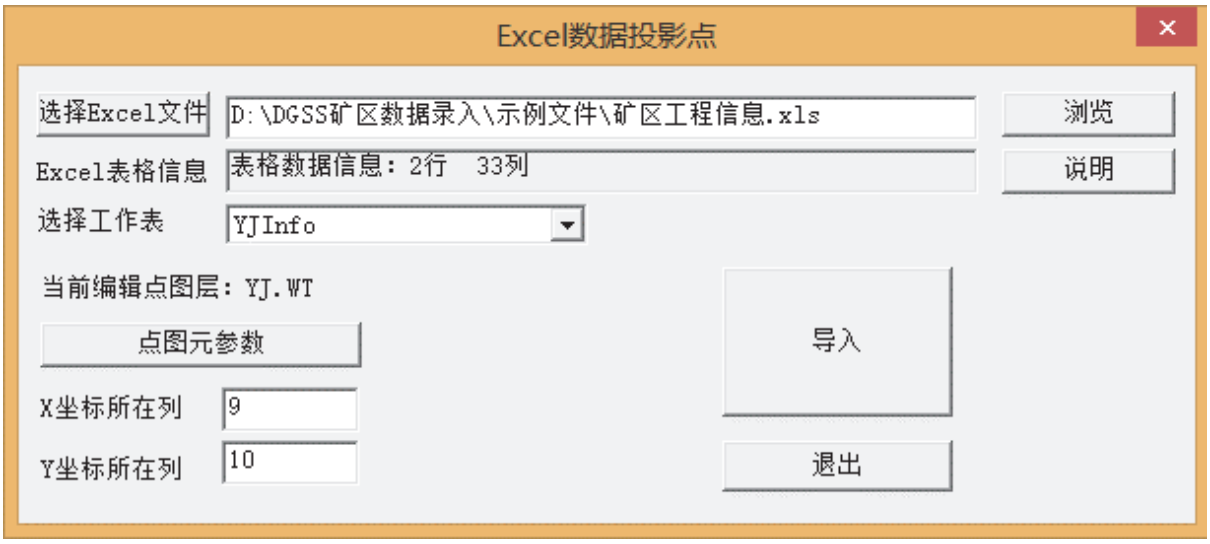
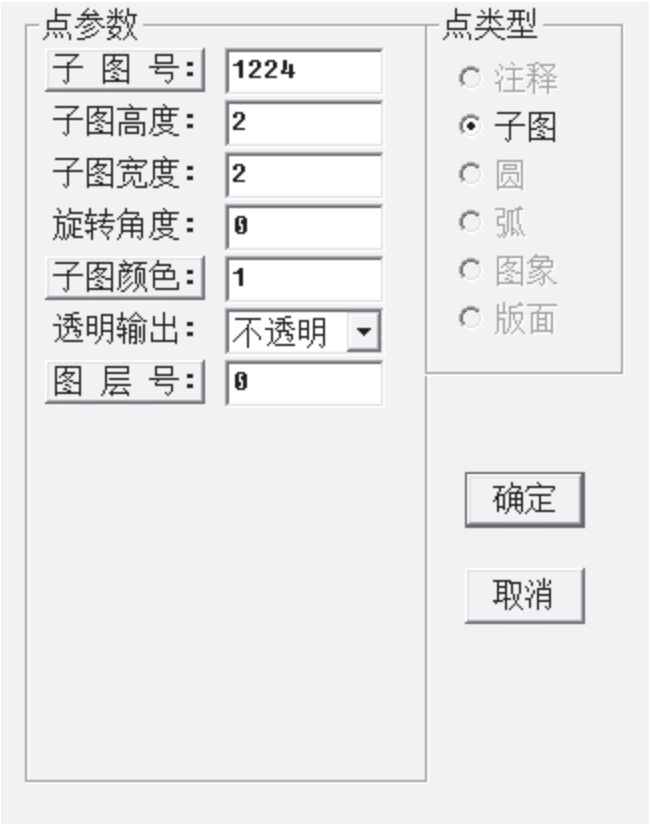

图 4-32
图 4-33
3. 在弹出的“Excel 数据投影点”对话框(见图 4-32)中，点击“浏览”，选择“矿区工程信息.xls”文件，工作表选择“YJInfo”，点图元参数按图 4-33 中的参数设置，X 坐标所在列输入 9，Y 坐标所在列输入 10，确认无误后单击“导入”；